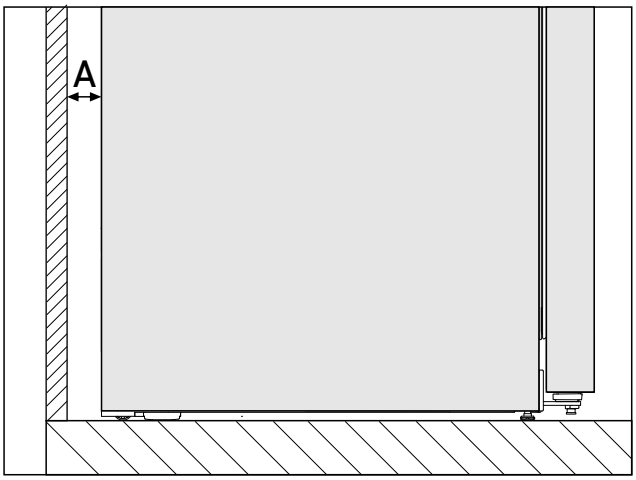

*Fig. 3 **
Poraba energije je določena z razdaljo do stene *Fig. 3 (A)* med hrbtno stranjo aparata in steno. Če je razdalja do stene manjša kot *Fig. 3 (A)*, to nima vpliva na delovanje aparata. Če je razdalja do stene manjša, se lahko poraba energije malce poveča, poleg tega pa lahko začne na hrbtni steni aparata nastajati kondenzat.*